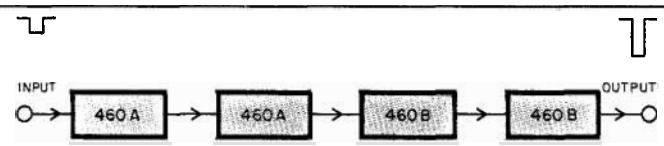

Figure 1. Typical cascading of 460A/B Amplifiers to give approximately 70 db gain and 125 volt pulse output.
-hp- 460A is a two stage voltage amplifier (which does not invert the input signal) having approximately 20 db gain with a maximum output of 8 volts into an open circuit. This is sufficient for operating scalers, etc. For higher voltages required for cathode ray tube deflection, *-hp-* 460B is recommended. This instrument is a wideband amplifier designed to supply a maximum of 125 volts peak (negative) open circuit. This is sufficient to provide full deflection on any commonly-used cathode-ray tube. One or more 460B amplifiers can be cascaded with one or more 460A amplifiers to provide a high-gain pulse amplifier with very rapid rise time and zero overshoot *(see Figure 1)*.